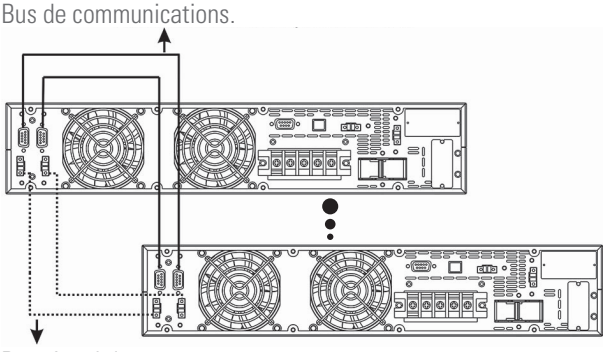

*Fig. 17. Connexions de communication et signal de courant pour un système en parallèle.*
- **Bus de connexions en parallèle et signal de courant.** Utilisez le câble à 15 conducteurs de signal avec maille et les connecteurs DB15 aux extrémités pour joindre un maximum de 3 équipements. Chaque câble dispose d'un connecteur mâle et d'un connecteur femelle aux extrémités, qui doivent être connectés pour relier les deux équipements. Il est essentiel de fermer la boucle de communication du bus parallèle et du bus de signal de courant à travers le câble avec des connecteurs (voir Fig. 17).